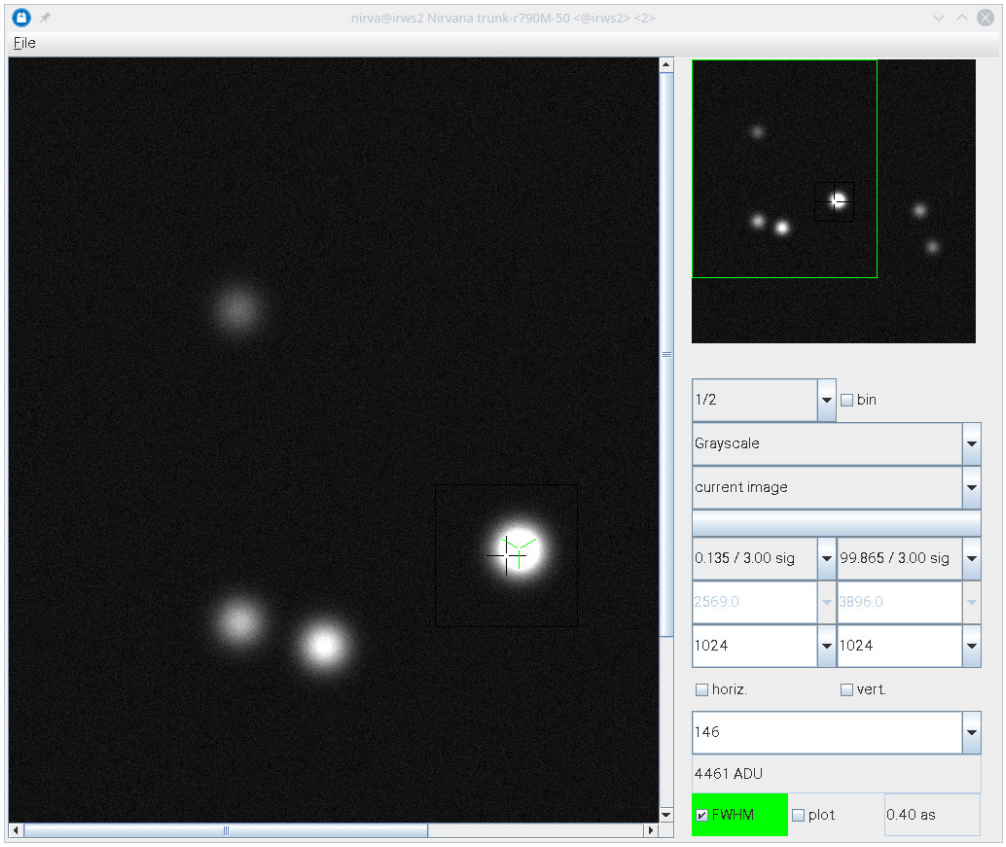

Figure 16: Current Exposure Display. Right after GEIRS startup this shows the white-on-blue logo of the MPIA.
4.3.3.1 Introduction The display tool, Figure 16 works similar to `ds9` or `fv` tools with some display options and similar statistics. The GEIRS display, however, is completely unaware of world coordinate systems standards. Some online data processing techniques are available. These interactive operations (magnifying, scrolling forward and backward through the frames, setting ADU cut levels,. . .) affect only the displayed data but do not manipulate the raw data that have been or will be saved to disk.
Note that `ds9` sometimes needs to read `ds9-64` depending on how this was compiled. With that setup, opening the GUI in Figure 16 may be superfluous.
The menu on the right hand side of Figure 16 has a number of fields, which are described from top to bottom in the subsequent paragraphs.